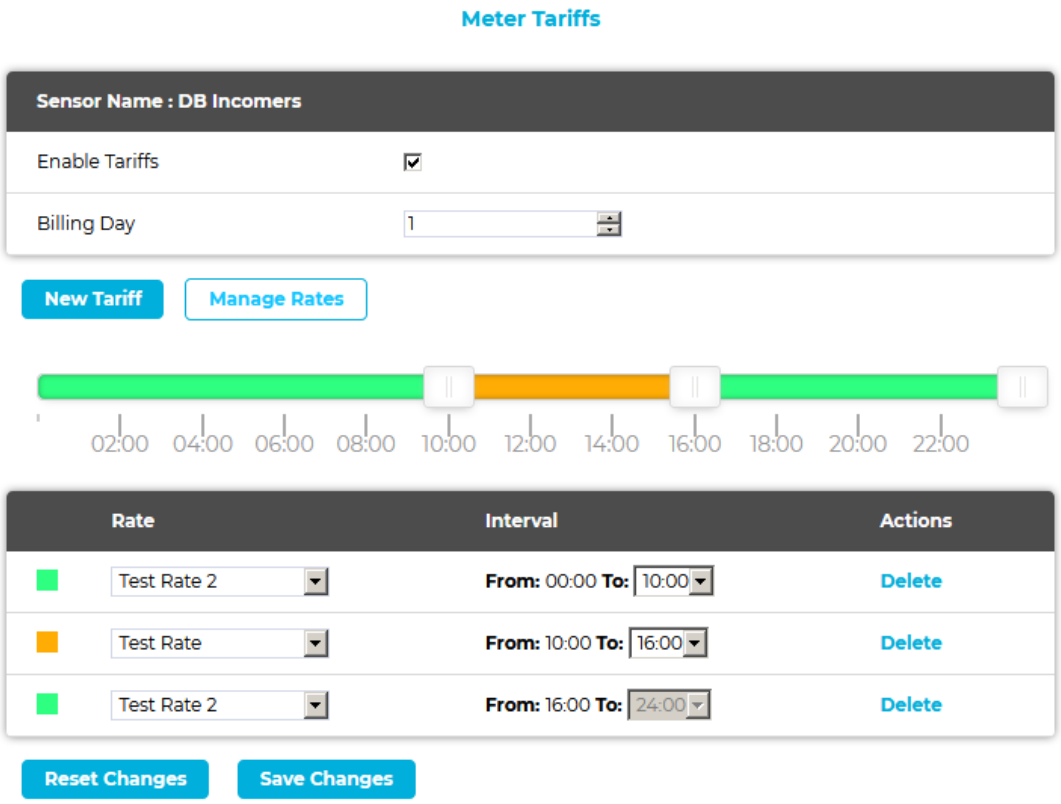

Figure 101
- Further Tariffs are added and their Rates selected in the same way. See Figure 101 below: